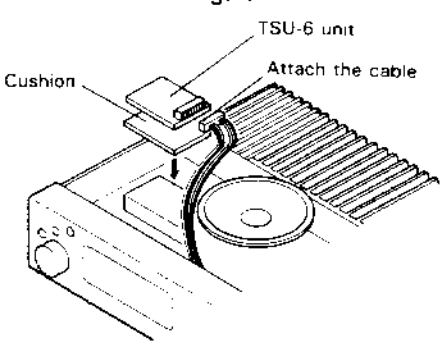

Fig. 2
3. Quite el protector de la almohadilla (pequeña) que viene con la TSU-6 y péguela a la parte posterior de esa unidad. (Fig. 2)